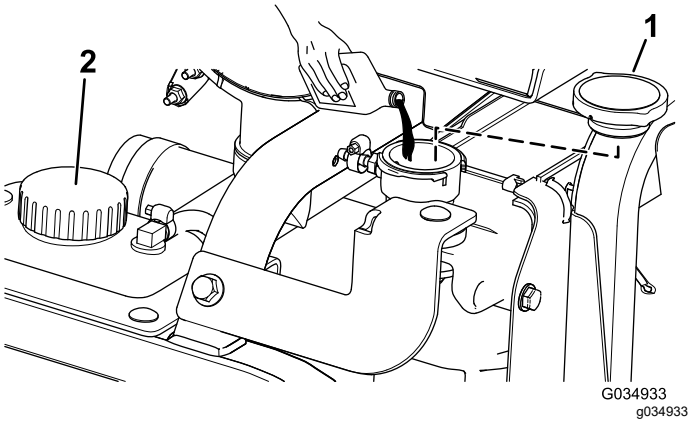

Figuur 124
5. Vul de radiateur met koelvloeistof tot het koelvloeistofpeil gelijk komt met het lipje van de vulopening (Figuur 124).